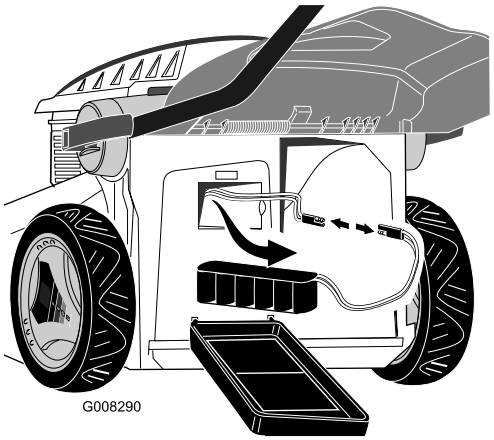

Bild 26
2. Nehmen Sie die Batterie aus dem Fach und schließen Sie das Batteriekabel vom Rasenmäherkabel ab (Bild 26).